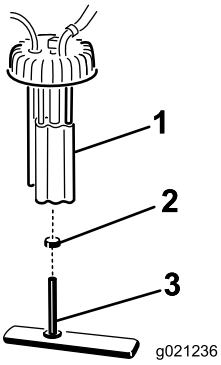

**Figur 50**
2. Koppla bort kablagekontakterna från bränslepumpen (Figur 50).
3. Ta bort bränslepumpen och bränslefiltret från tanken (Figur 50).
4. Ta bort klämman som fäster bränslefilterslangen vid bränslepumpsfästet. Ta bort slangen från fästet (Figur 50).